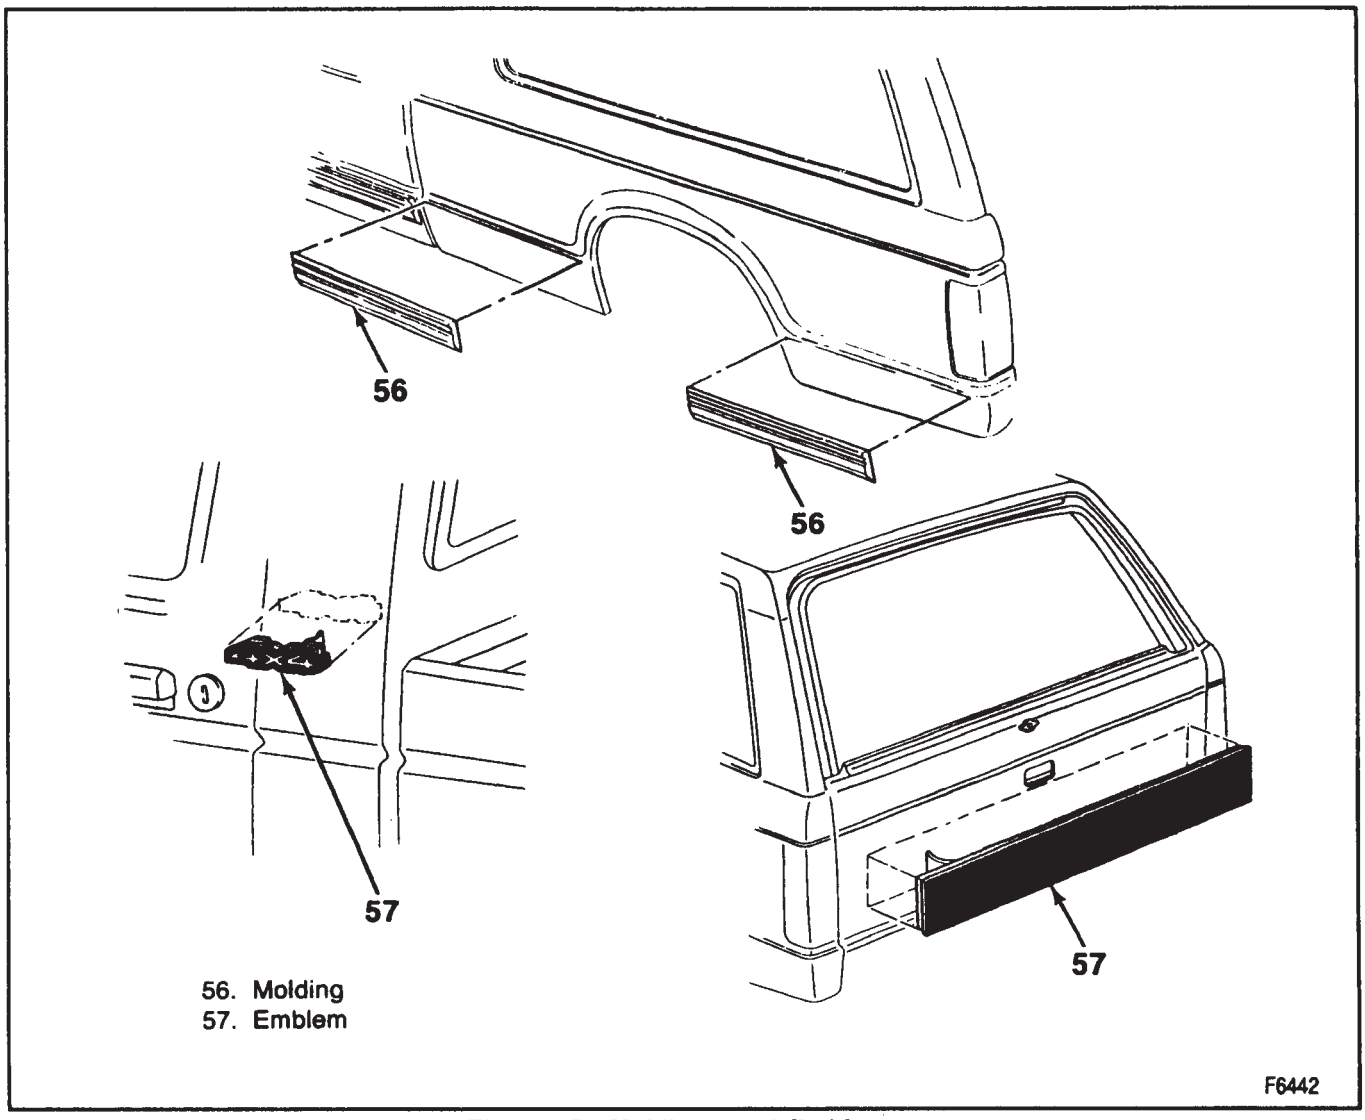

Figure 15—Moldings and Emblems
1. Clean the area where the molding is to be mounted (figure 15). Use a suitable solvent such as a mixture of 50 percent isopropyl alcohol and 50 percent water or equivalent. Dry the area thoroughly.